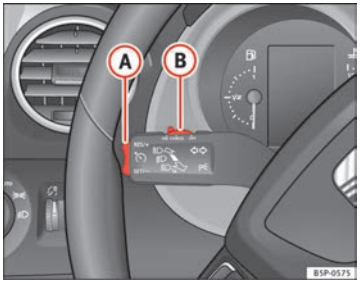

**Fig. 152 Turn signal and main beam headlight lever: switch and rocker switch for the cruise control**
- when the lever (B) is moved to the position “CANCEL” without reaching the “OFF” position. Once the “CANCEL” operation is completed, the lever is released and returns to its initial position.
To resume the cruise control, release the brake or clutch pedal or reduce the vehicle speed to less than 180 km/h (110 mph) and press once on the upper part of the rocker switch **RES/+** ⇒ Fig. 152 (A).